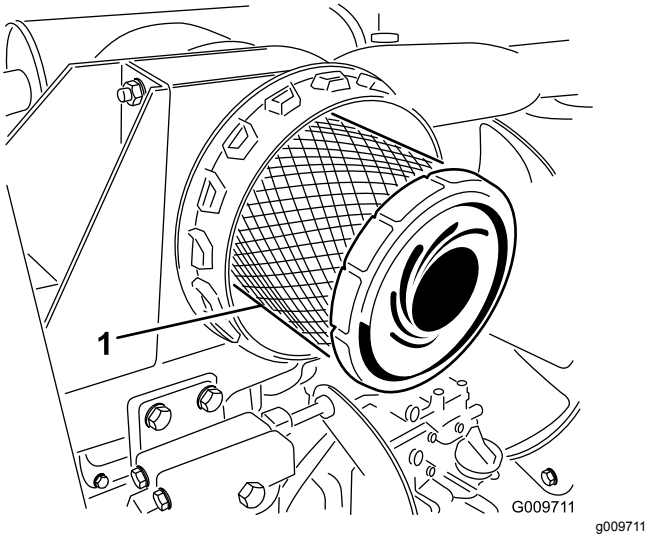

Rysunek 30
3. Wymień wkład filtra (Rysunek 30).